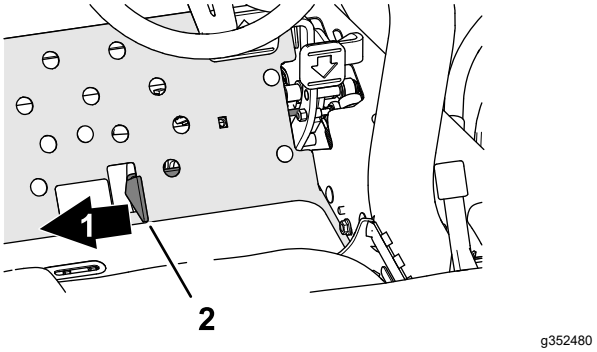

Figur 39
4. Flyt klippe-/transportskyderen til højre til positionen MOW (klipning) (Figur 39).
2. Flyt klippe-/transportskyderen til højre til positionen MOW (klipning) (Figur 39).